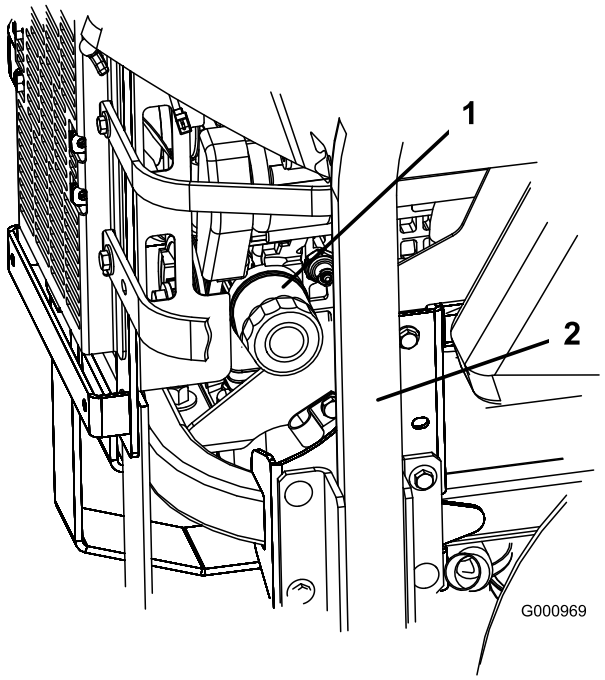
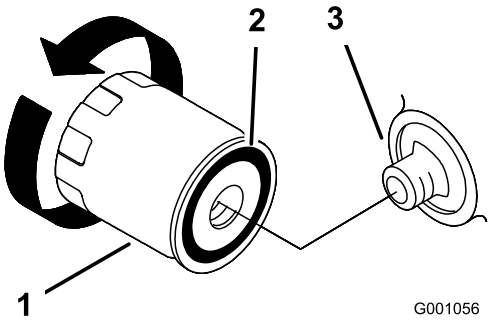

Figur 41
Figur 42
2. Drej filteret mod uret for at afmontere det (Figur 41 og Figur 42).